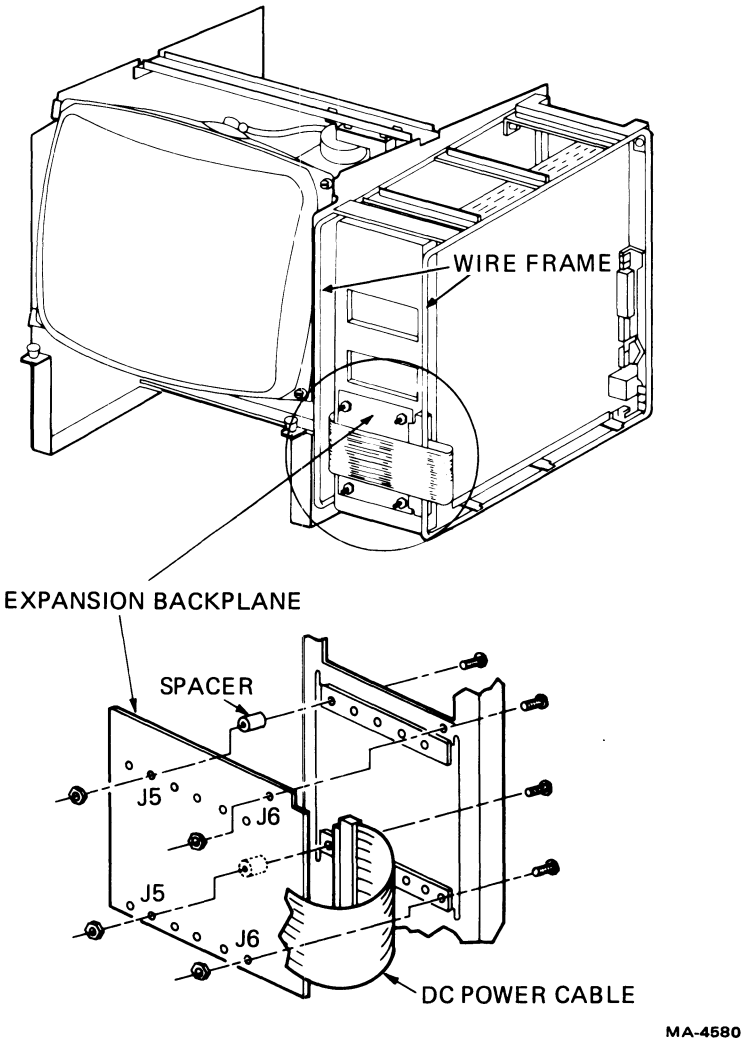

Figure 5-18 VT105 Expansion Backplane Removal
6. Release the two (2) pop fasteners holding the top of the card cage to the chassis and tilt the card cage top out.
9. Disconnect the 22-pin edge connector on the expansion backplane (Figure 5-18).
5. Disconnect the 22-pin edge connector from the expansion backplane (Figure 5-18).
6. Remove the four (4) screws and nuts and two (2) spacers securing the expansion backplane to the card cage.